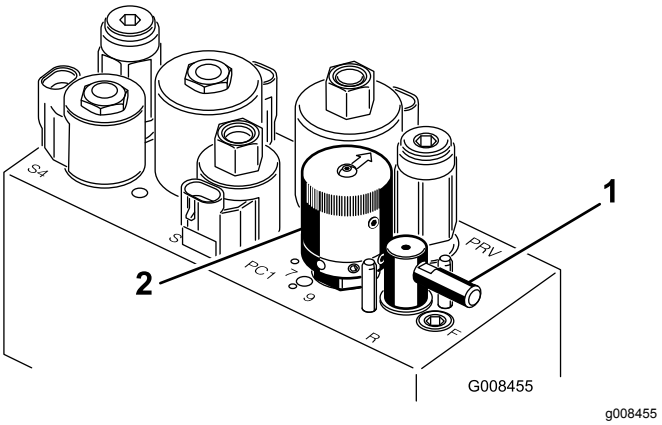

Figur 50
5. Vrid slipningsspaken till läget ”R” (Figur 50).
6. Vrid cylinderhastighetsreglaget till inställningen 1 (Figur 50).